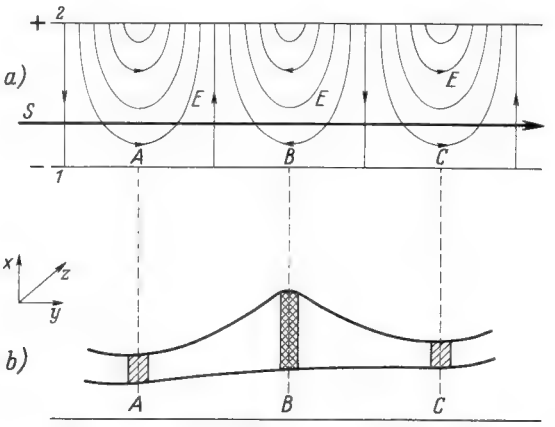

Bild 22. Schematische Darstellung der Elektronenbewegung in einer Wanderfeld-Magnetfeldröhre
b) Wirkungsweise *(Bild 22)*
des von der Verzögerungsleitung erzeugten Hf-Feldes (Feldlinien in Bild 22 eingezeichnet).